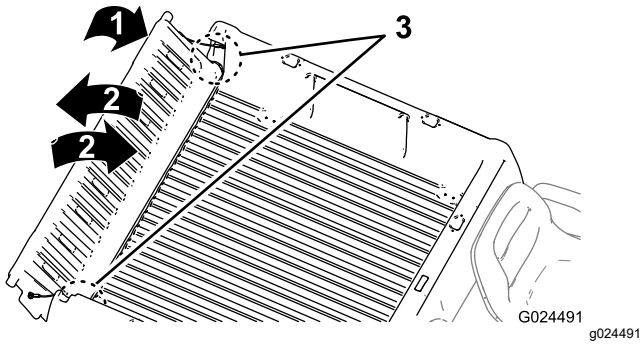

Figur 21
2. Fäll flakskyddet till cirka 45 graders läge (Figur 21).
3. Skaka flakskyddet med korta rörelser för att vrida det framåt och bakåt flera gånger (Figur 21).